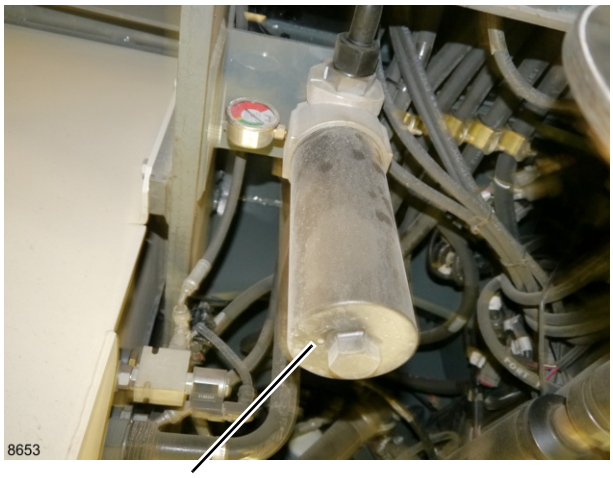

FIGURA 5-33
2. Encuentre el filtro de aceite hidráulico debajo de la grúa (Figura 5-33).